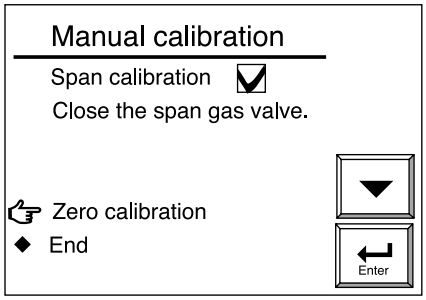
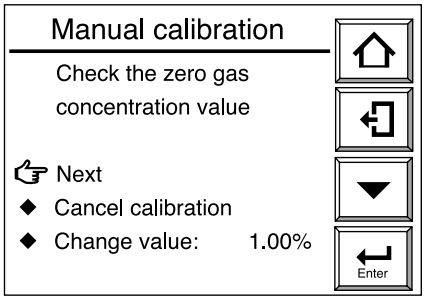

Figura 7.21 Display calibrazione
Figura 7.22 Display controllo concentraz. span completata (nella calibrazione manuale)
(5) Quando il valore misurato si stabilizza, premere il tasto [Enter] per visualizzare il display "Calibrazione span completata" illustrato nella figura 7.21. A questo punto il valore misurato e la concentrazione del gas di span essere uguali. Chiudere la valvola regolatrice della portata di gas di span. Stringere a fondo il controdado della valvola in modo che non vi siano fughe di gas di span.
(6) Selezionare Zero calibration nella figura 7.21 per visualizzare il display di controllo della concentrazione di gas di zero (nella calibrazione manuale) illustrato in figura 7.22. Controllare che la concentrazione di ossigeno nel gas di zero coincida con la concentrazione di ossigeno nel gas di calibrazione in uso. Selezionare quindi Next come in figura 7.22.